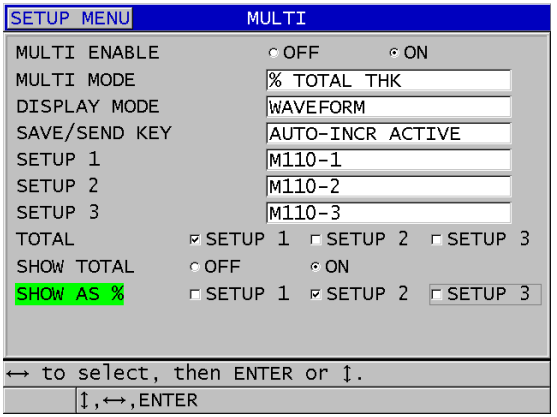

Rysunek 7-10 Ustawianie parametrów funkcji wielu pomiarów w trybie % Total Thickness (Odsetek łącznej grubości)
2. Na ekranie **MULTI** (Wiele pomiarów) (Rysunek 7-10 na stronie 129):